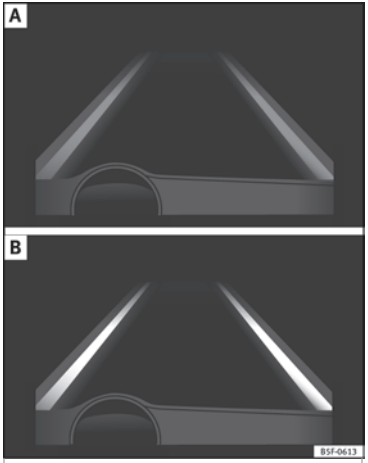

Fig. 189 On the instrument panel display: Indication on the Lane Assist system display (example 1).
– The system is active, but not available, either because the minimum speed has not been reached or because the lane lines are not recognised ››› **Fig. 189 A**.
– The system is active and available, both lane lines are recognised. The steering angle is not being corrected at this moment ››› **Fig. 189 B**.